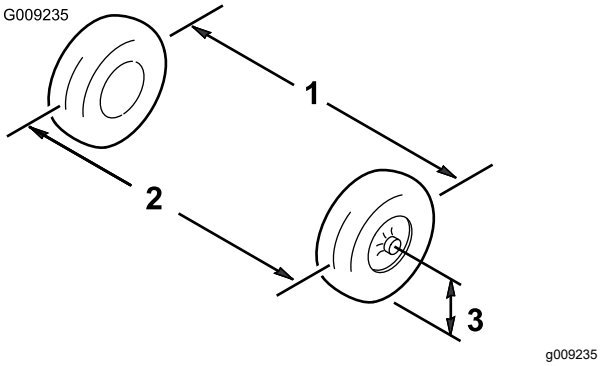

Figur 59
3. Mät avståndet mellan de båda framhjulen vid axelhöjd, både framtill och baktill på framhjulen (Figur 59).